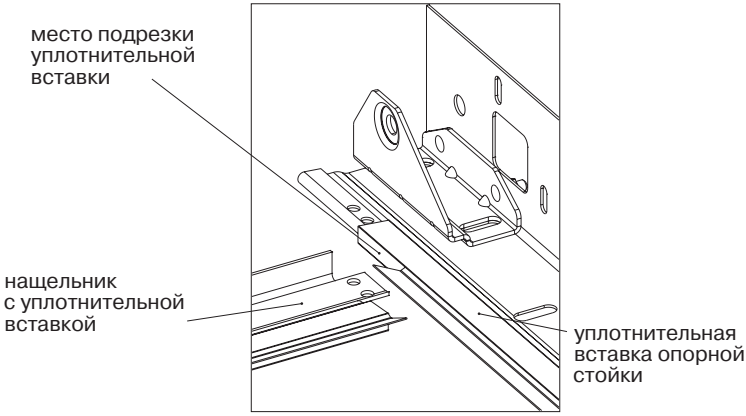

*Рис. 7.2.Подрезка* уплотнительной вставки опорной стойки
- Произвести подрезку уплотнительных вставок, устанавливаемых в опорные стойки (рис.7.2). Эластичная часть вставки подрезается таким образом, чтобы перекрытие уплотнительных вставок опорной стойки и нащельника происходило по эластичным частям внахлест. Уплотнительная вставка нащельника должна накладываться на вставку опорной стойки (при взгляде с наружной стороны ворот).